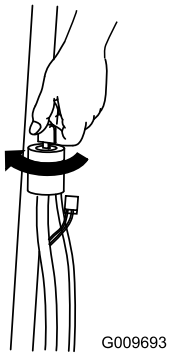
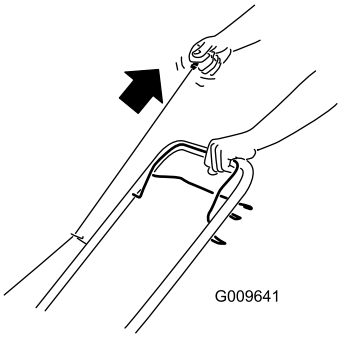

Figur 11
Figur 12
2. Vri om tenningsnøkkelen (Figur 11) eller trekk tilbakespolingshåndtaket (Figur 12).